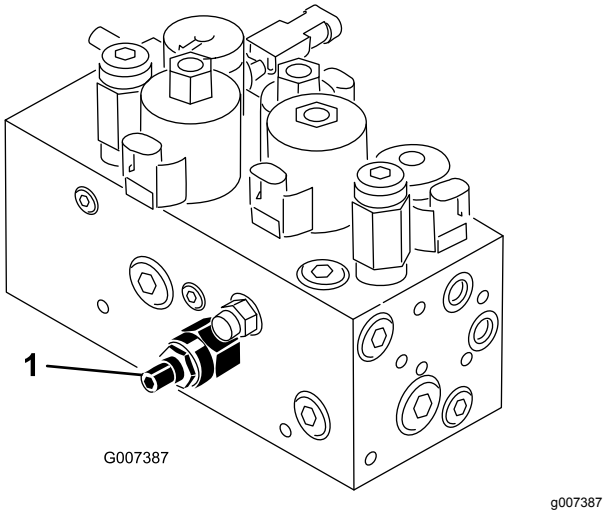

Figuur 56
Het circuit voor het opheffen/neerlaten van het maaidek is uitgerust met een doorstroomregelklep (Figuur 56). Deze klep is in de fabriek zo afgesteld dat deze na ongeveer 3 slagen opengaat. De klep moet echter wellicht worden bijgesteld in verband met verschillen in de temperaturen van de hydraulische vloeistof, maaisnelheden, enz. Als dit moet gebeuren, gaat u als volgt te werkt:
1. Breng de stoel omhoog en ga naar de doorstroomregelklep voor het middelste trekframe (Figuur 56) die zich bevindt naast het verdeelstuk van het hydraulische systeem.